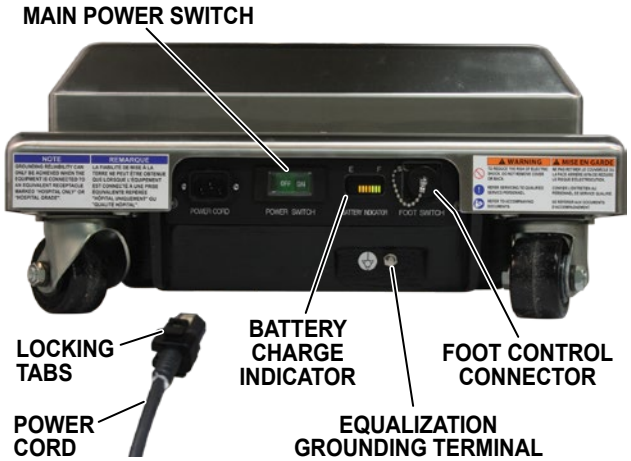
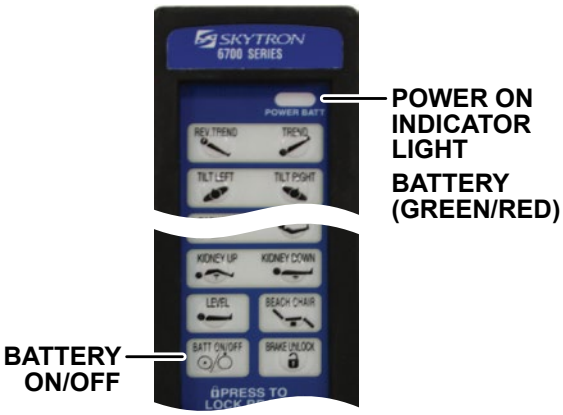

Figure 3-5. Electrical Panel
Figure 3-7. Pendant Control (Battery Power)
1. Make sure the power cord is securely attached to the table. To install the power cord, align the cord connector with the base connector (POWER CORD), insert the cord into the connector until it locks in place (Figure 3-5).
1. Make sure the main power switch (POWER SWITCH) indicator light is OFF. If the indicator light is ON (AC Power ON), place the main power switch (POWER SWITCH) in the OFF position (Refer to Figure 3-5).
2. Press the BATT ON/OFF button on the pendant control. The pendent control buttons, the green and red BATTERY indicator lights on the upper right corner of the pendent control, and the battery charge indicator on the electrical panel will illuminate (Figure 3-5 and Figure 3-7).
In battery mode, three (3) green LEDs, four (4) yellow LEDs, and three (3) red LEDs on the BATTERY CHARGE INDICATOR are turned on sequentially according to the charge state (Figure 3-7).